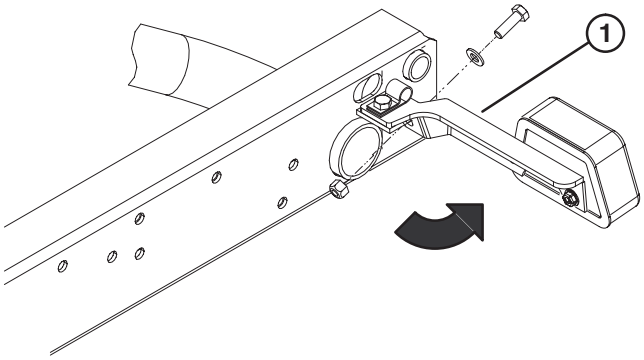

Bild 1
1. Lockern Sie die Sicherungsmuttern und Kopfschrauben, mit denen die Rücklichthalterungen an den rechten und linken Rahmenhalterungen befestigt sind (Bild 1).
3. Befestigen Sie die Rückseite jeder Rücklichthalterung mit einer 5/16 x 1 Zoll langen Kopfschraube, einer flachen Scheibe mit einem Innendurchmesser von 0,344 Zoll und einer Sicherungsmutter hinten an den Rahmenhalterungen, siehe Bild 1.